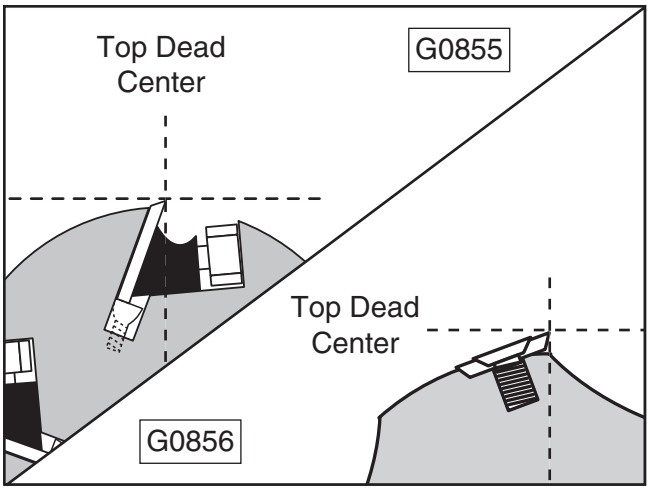

Figure 64. Knife or insert at TDC.
6. Use motor pulley to rotate cutterhead until one knife or insert is at TDC (its highest point during rotation), as shown in **Figures 64–65**.